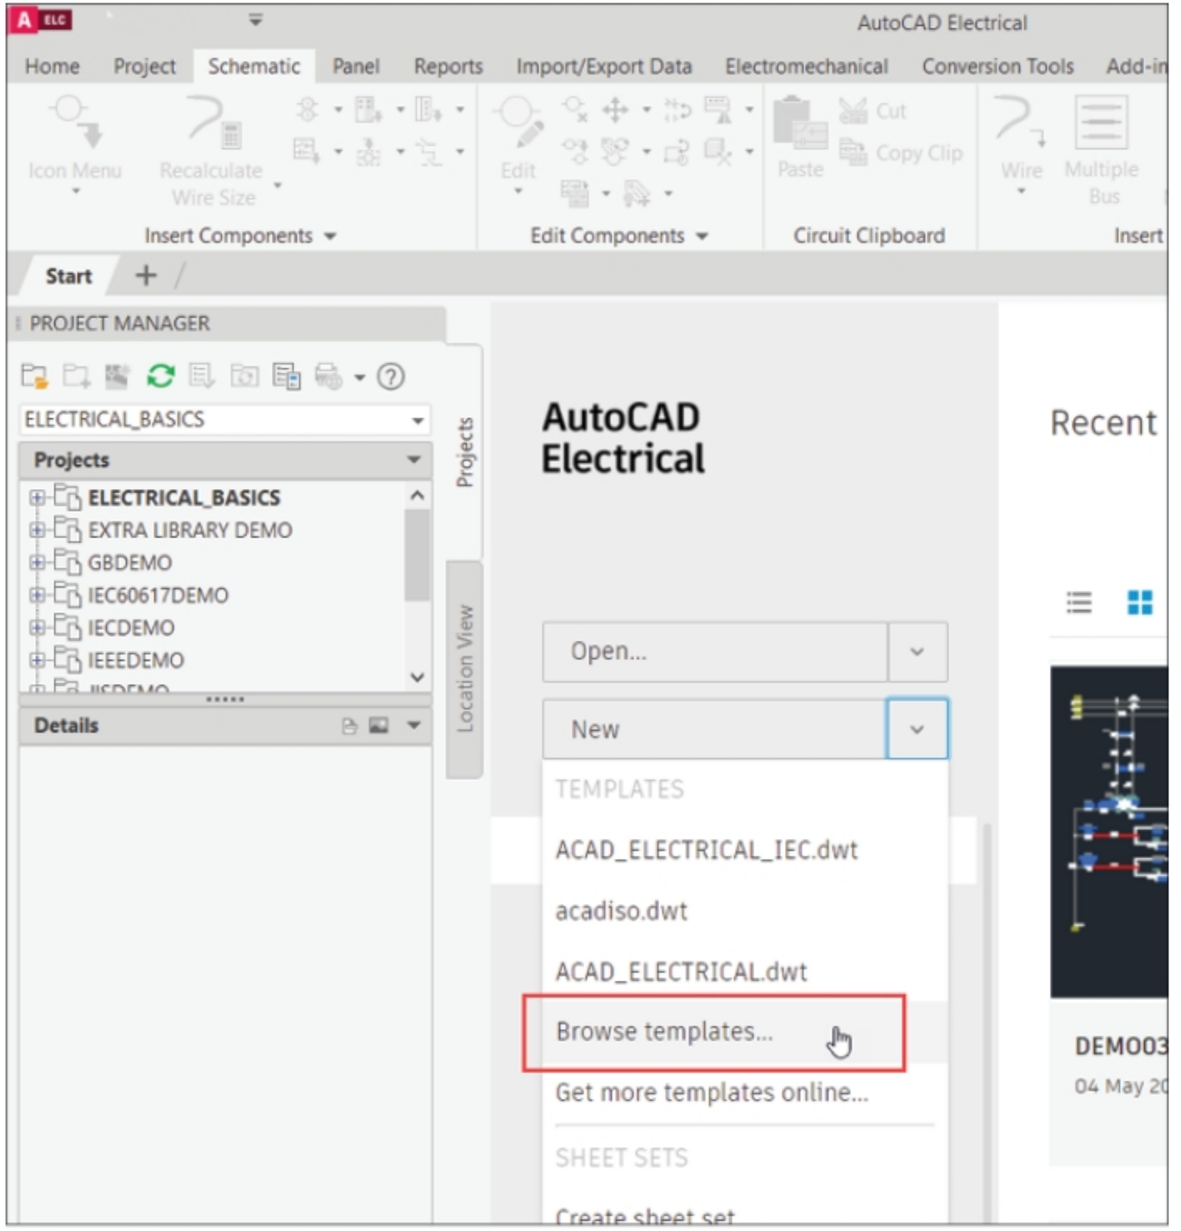

Figure-52. Browse templates option
- Start AutoCAD Electrical and click on the down arrow next to **New** button in the home page and select the **Browse templates** option; refer to Figure-52. The **Select Template** dialog box will be displayed.